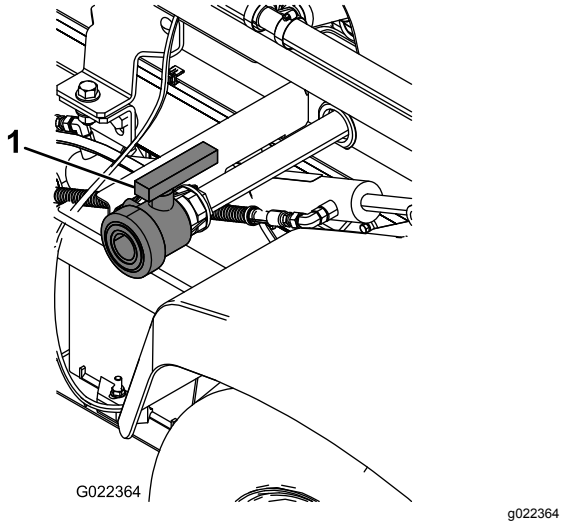

**Figur 72**
2. Finn tømmehåndtaket på venstre side av maskinen (Figur 72).